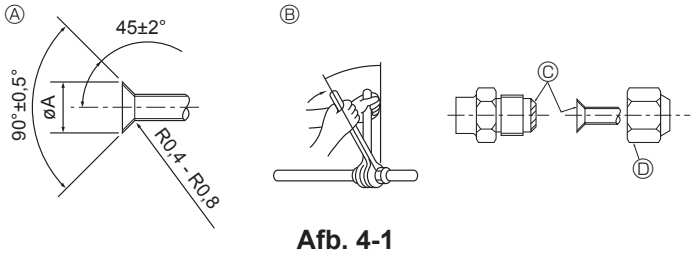

Afb. 4-1
4.2. Aansluiten van de pijpen (Afb. 4-1)